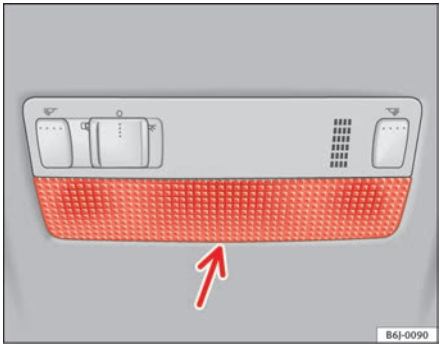

Fig. 160 Front reading light
– Insert a fine screwdriver between the casing and the glass ⇒ fig. 160.